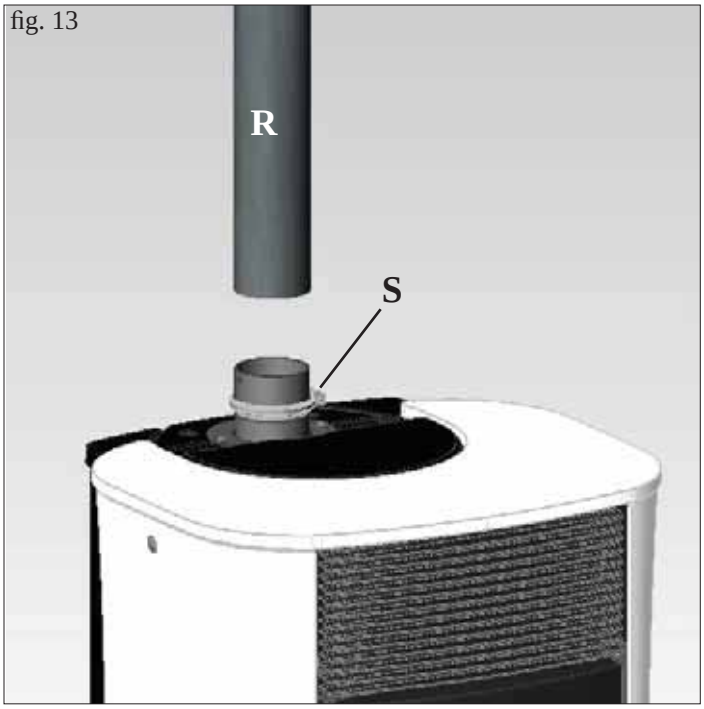

fig. 13
- Encajar el tubo de humos (R - fig. 13) (no suministrado) y fijarlo con la abrazadera (S - fig. 13) (no suministrada).